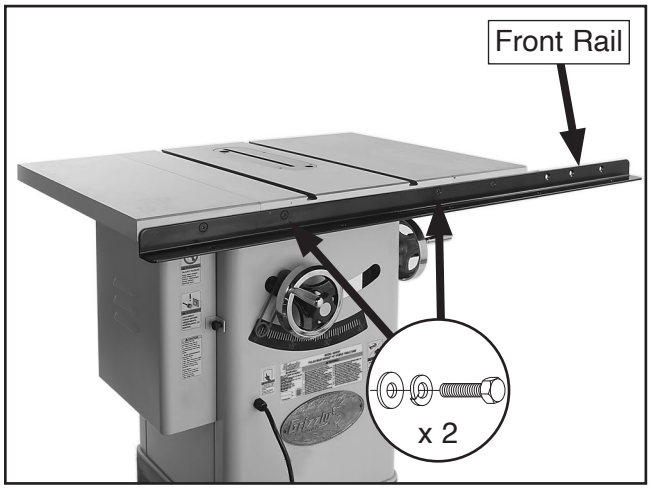

Figure 22. Front rail attached to table.
9. Attach front rail to table with (2) M10-1.5 x 25 hex bolts, (2) 10mm lock washers, and (2) 10mm flat washers, as shown in **Figure 22**. Finger tighten fasteners for now.